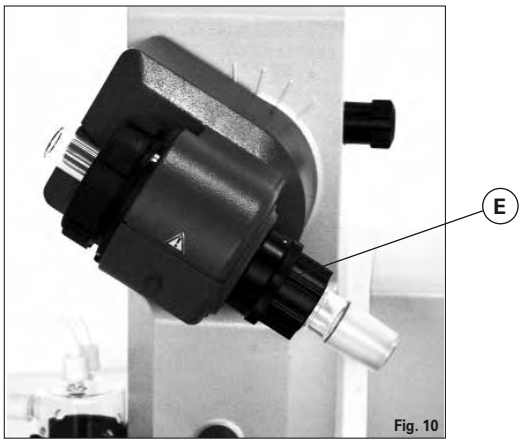

Fig. 10
☞ Bloquee a continuación este inmovilizador girándolo 60° en el sentido de las agujas del reloj (fig. 10).
La tuerca de plástico (E) sirve como ayuda de empuje para conexiones esmeriladas del matraz (Fig. 10).